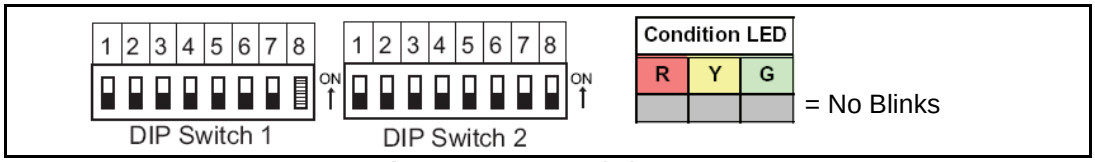

Figure A-9 DIP Switch Test 4
6. Set the odd numbered switches (i.e., SW1-1, SW1-3, SW1-5, SW1-7, SW2-1, SW2-3, SW2-5 and SW2-7) to OFF (See Figure A-9). Confirm that the Red, Yellow and Green LEDs are all extinguished (OFF).